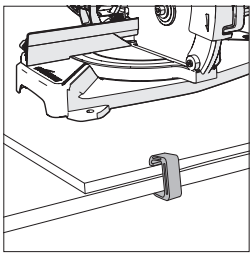

Fig. 2
- Utilize grampos de aperto para fixar a placa de madeira à superfície de trabalho **(Fig. 2)**.